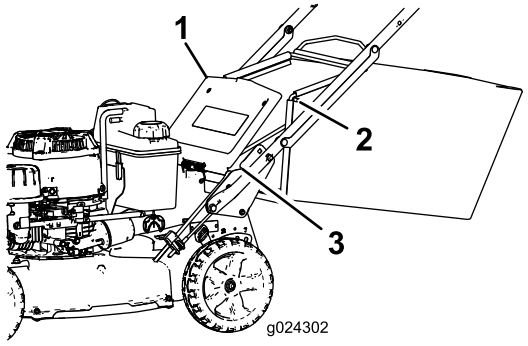

Figur 19
2. Höj och håll upp den bakre luckan (Figur 19).
4. Montera uppsamlarstångändarna i skårorna längst ned på handtaget och gunga uppsamlaren fram och tillbaka för att se till att stångändarna sitter längst ned i de två skårorna (Figur 19).
3. Ta bort gräsuppsamlarens stång från skårorna längst ned på handtaget (Figur 19).